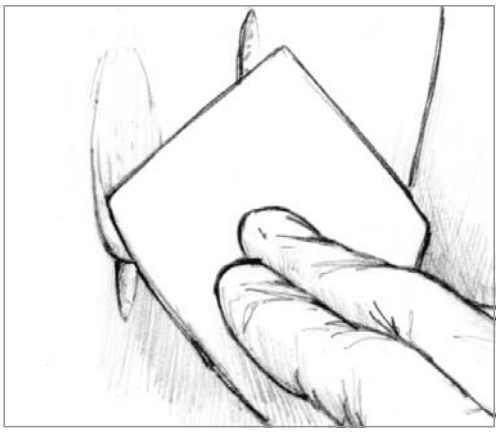

Figure 4-3 *Fill the cavities with epoxy thickened with 406 Colloidal Silica filler.*
3. Fill the cavities with epoxy thickened to a non-sagging consistency with 406 Colloidal Silica filler *(Figure 4-3)*. Avoid overfilling the cavities because 406 thickened epoxy is difficult to sand. On larger cavities where the epoxy may generate exotherm (heat buildup), add more filler to the mix to increase viscosity. The extra filler helps to resist sagging at elevated temperatures caused by exotherm. Allow the epoxy to cure.